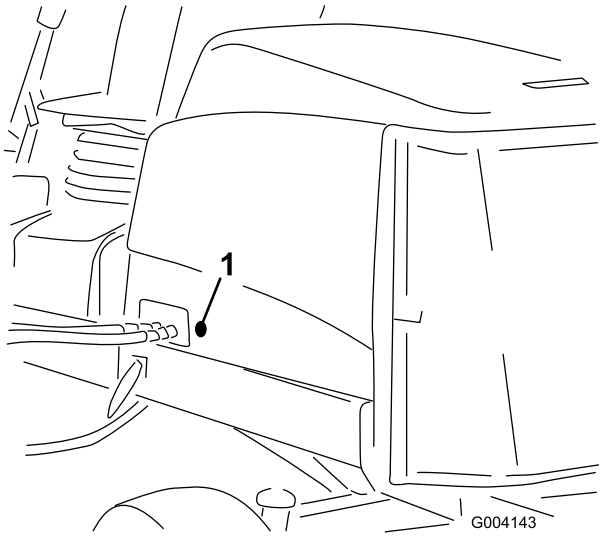

Figur 15
2. Fjern gummitetningen fra hullet på venstre side av panseret (Figur 15).